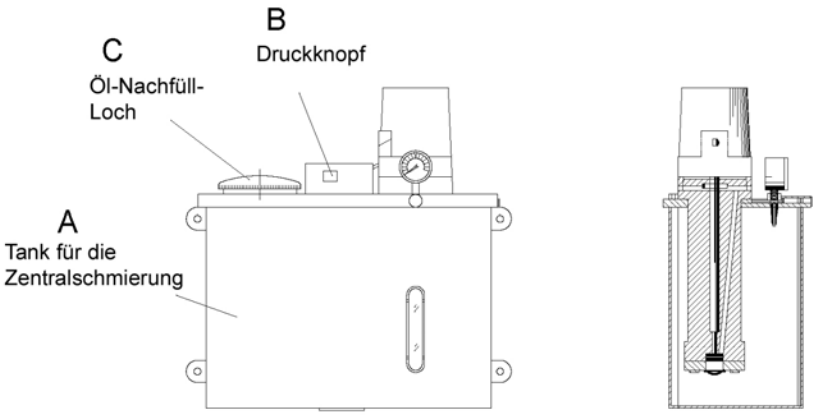

Abb. 6.4.1 Nachölen der Schmierungspumpe
a. Für Einzelheiten zu der Schmierungspumpe, siehe hierzu Punkt 6.4.2 „Wartung und Anpassung der Schmierungspumpe“. Der Schmierungspumpentank (A), hat wie in Abb. 6.4.1 gezeigt, eine Füllmenge von 4.6 Liter. Wenn die Stromversorgung angeschaltet wurde, startet die Pumpe automatisch und versorgt das Untersetzungsgetriebe mit Öl. Die Pumpe wurde bereits vor der Auslieferung von uns mit einer Öl-Versorgungsmenge von 6 cc alle 15 Minuten eingestellt.
c. Sollte die Pumpe seit längerem nicht mehr im Betrieb gewesen sein, sinkt der Ölstand in den Leitungen. In diesem Fall, die Drucktaste (B) (vor Bearbeitungsbeginn) solange drücken, bis die Pumpe die ausreichende Ölmenge in die Leitungen gepumpt hat.
d. Das Öl-Einfüllloch befindet sich an der Oberseite vom Tank. Den Öltank bis auf die angegebene Höhe durch das Öl-Einfüllloch (C), in regelmäßigen Abständen (gewöhnlich einmal in zwei Wochen), abhängig von der Einstellung, befüllen
Um das Öl in die Druckluft-Einheits-Schmierung nach zu füllen, den Behälterschutz entfernen, wie in Abb. 6.4.1 gezeigt. Die Schmierung sollte bis zur oberen Grenze des Ölstand-Eichmaßes (ungefähr 80 % der Ölfüllmenge) mit Öl gefüllt werden.